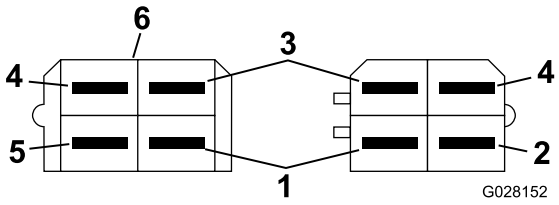

Figura 15
10. Collegate il connettore sul cablaggio preassemblato della macchina con il filo verde/bianco al connettore del gruppo luci di sinistra individuato (Figura 15).